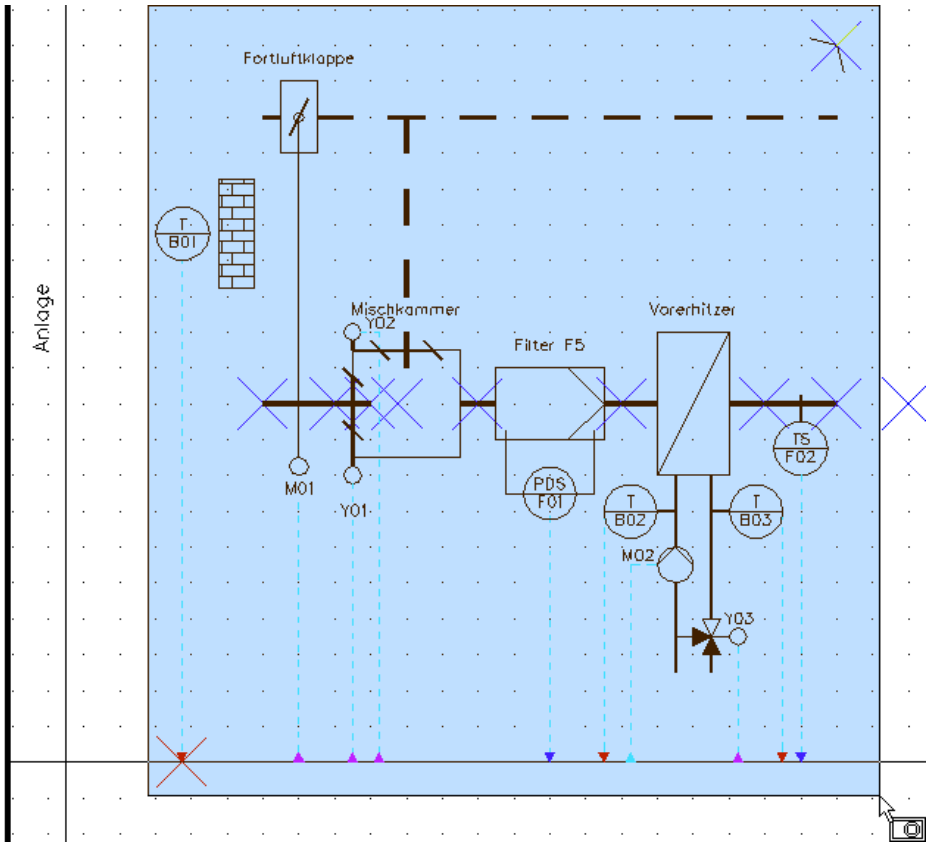

Bild 28.23 – Wahl der Objekte mit einem Linkszugfenster
- Nun wählen Sie die Objekte. Nutzen Sie hierzu einen Linkszugrahmen, der sämtliche Anlagenteile komplett mit ihren I/O-Linien einschließt (Abb. 28.23). Mit einem Rechtszugrahmen würden Sie auch die Linien des Zeichnungsrahmens mitwählen.